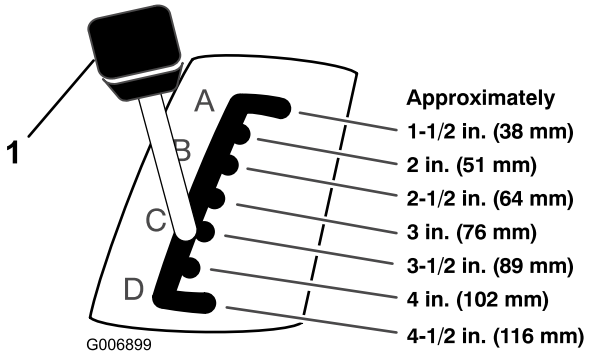

Figura 22
2. Tirate la leva di regolazione dell'altezza di taglio sul trattore e spostatela nella posizione desiderata (Figura 22).